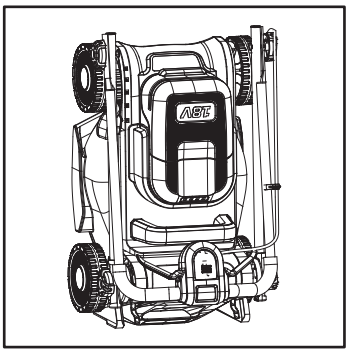

**Fig. 26**
10. Store the lawn mower flat or upright (Fig. 26).